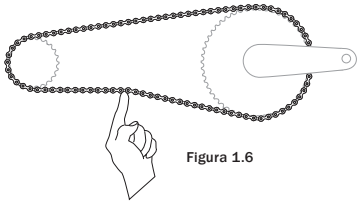

Figura 1.6
• Freno contrapedal: Debería producirse un movimiento vertical total de entre 6 y 12 mm (0,25-0,50 pulgadas) en el centro de la cadena (Figura 1.6).